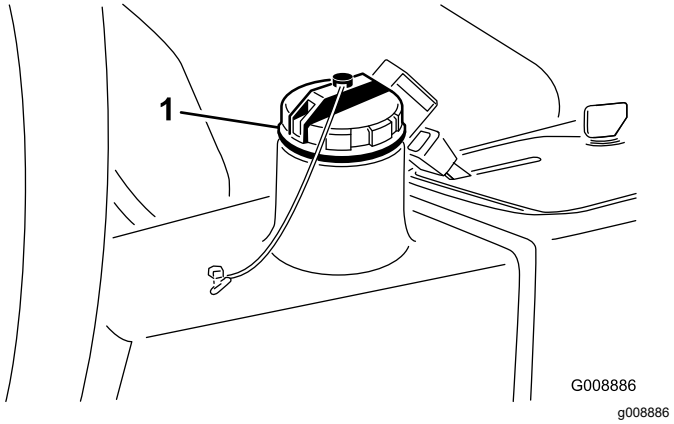

Rysunek 74
2. Oczyść okolice szyjki i korka wlewu oleju hydraulicznego do zbiornika (Rysunek 74), po czym odkręć korek.